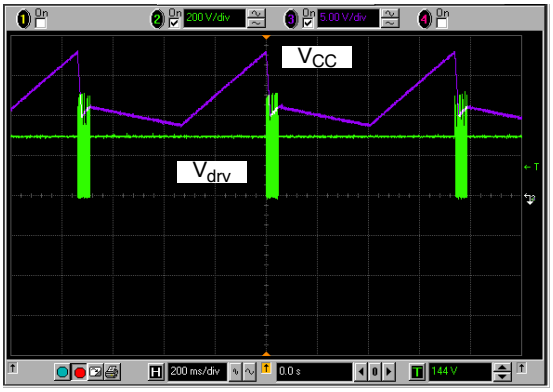

Figure 18. Hiccup Occurs with the B Version Only, the A Version Being Latched
2. B version: the circuit stops its output pulses and the auxiliary V_{CC} decreases via the controller own consumption (≈600 μA). When it touches the $V_{CC(min)}$ point, the circuit re−starts and attempts to crank the power supply. If it fails again, an hiccup mode takes place (Figure 18).